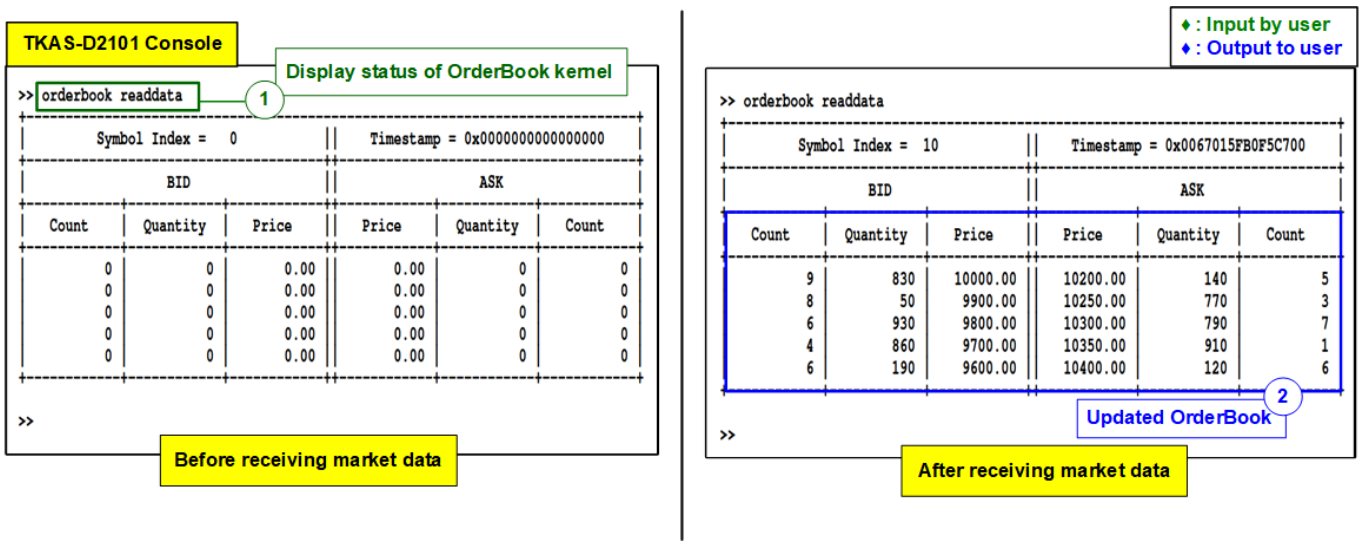

Figure 4-8 Updated OrderBook after finishing processing
2) The console displays the current value of order book. As shown in Figure 4-8, the left window shows clean status of order book before the system transmits sample market data. While the right window shows the updated order book after transferring all sample market data. The bid/ask quantity and the bid/ask price are updated by OrderBook kernel.